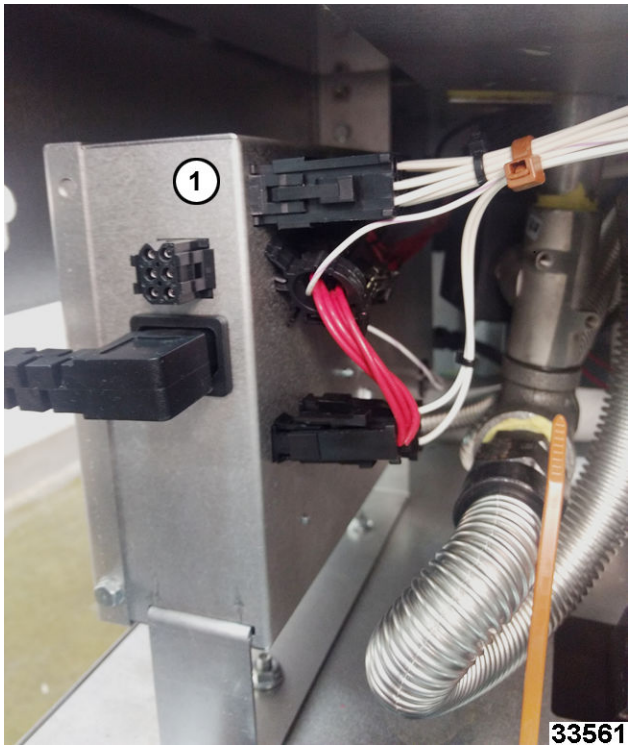

Fig. 37
2. Unplug power cord to power supply box (1, Fig. 37. Note and disconnect wire connectors.